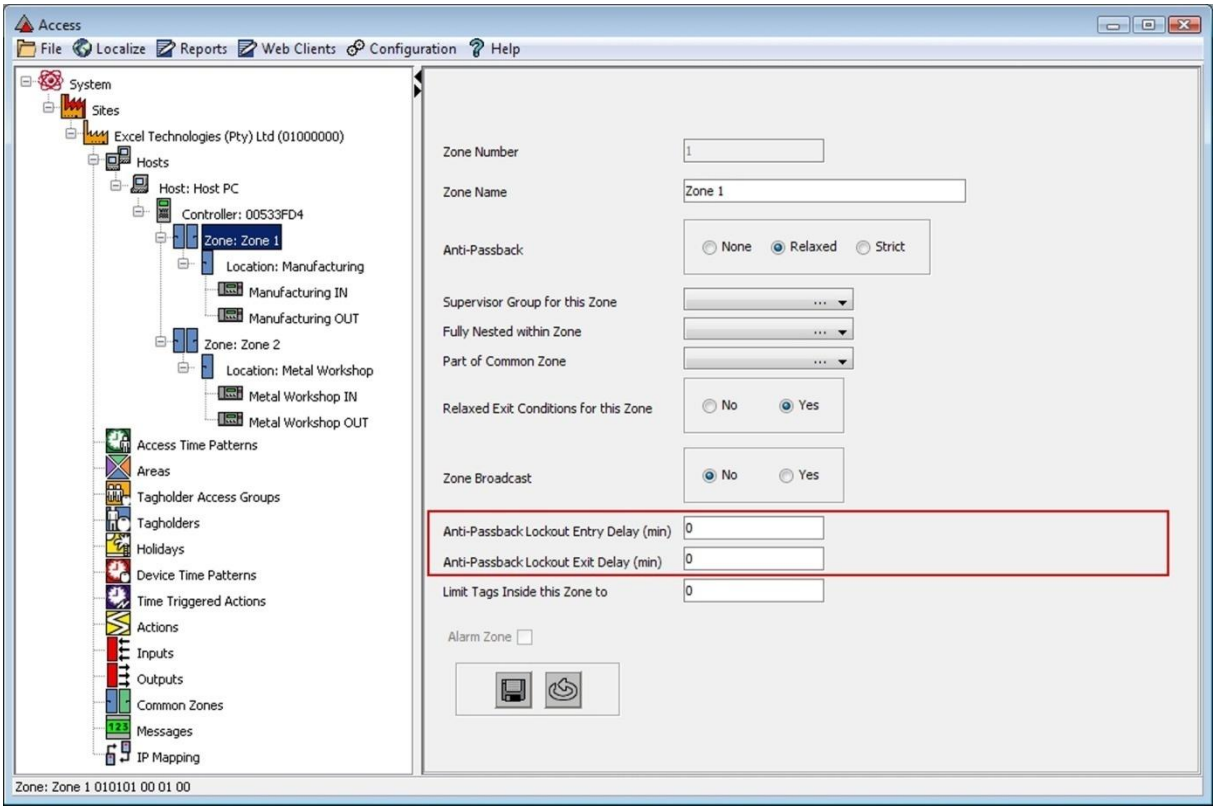

Figure 44 – Zone Selected
1. Select the **Zone** required. A screen similar to Figure 44 displays in the Main Pane.